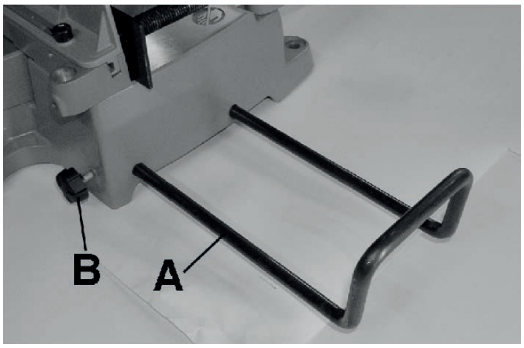
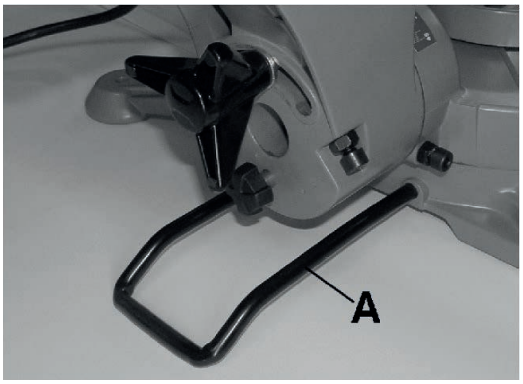

Fig. 7 Supports auxiliaires latéraux
Fig. 8 Support auxiliaire arrière
2. Retirez le bouton de sécurité (A) à gauche de l'arrêt de la tête de scie d'environ 1 cm, tournez-le 90° et laissez-le revenir en position non sécurisée.
5. Insérez le sac à poussière (A) dans le raccord (B) à l'arrière de la scie.
6. Lors du traitement de pièces à usiner plus longues, montez les supports auxiliaires (A, fig. 7) à droite et à gauche de la table de sciage et à l'arrière (Fig. 8). Sécurisez les supports auxiliaires en serrant les vis de blocage (B).